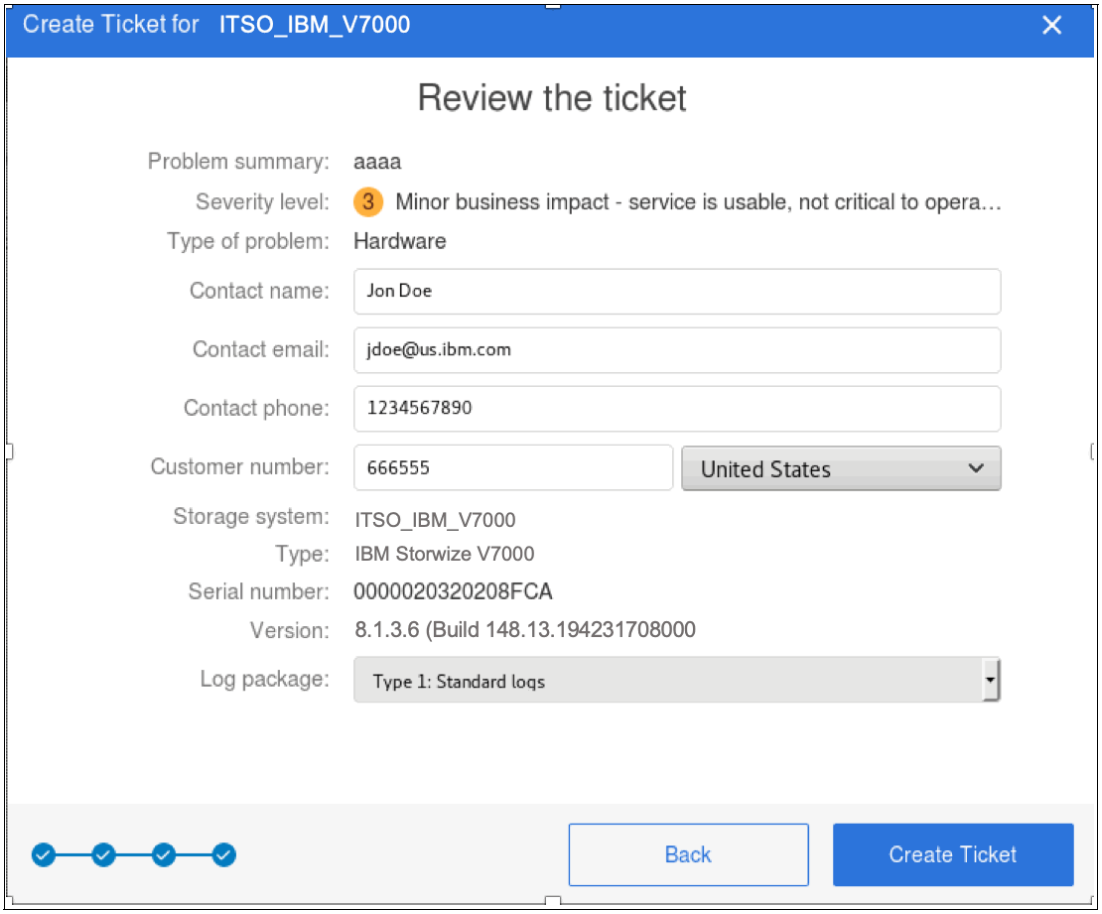

Figure 11-17 Final summary before ticket creation
5. When completed, click the **Create Ticket** button to create the support ticket and send it to IBM (see Figure 11-17). The ticket number is created by the IBM Support system and sent back to your SI instance.